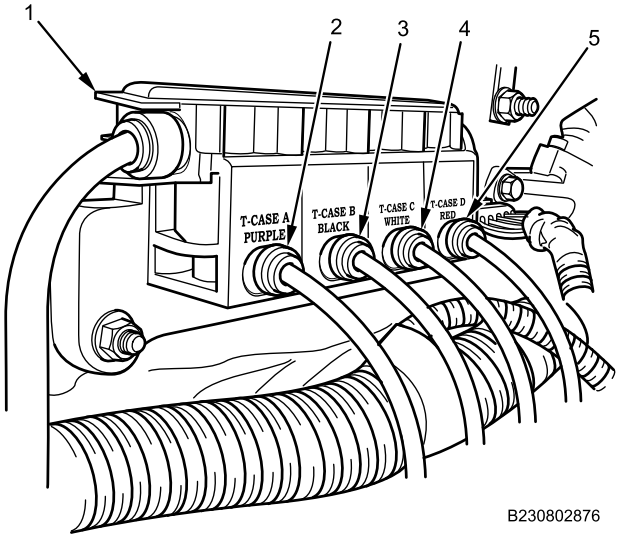

Figure 4. Transfer Case Air Line Shift Solenoids.
7. Disconnect transfer case air lines (Figure 4, Item 2 through 5) from four-pack air solenoid (Figure 4, Item 1) located under left side of cab on frame rail.